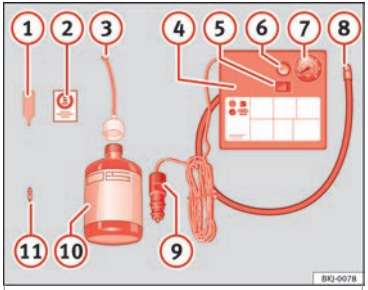

Fig. 105 Standard representation: contents of the anti-puncture kit.
The anti-puncture kit is located underneath the floor covering in the luggage compartment. It includes the following components ››› **Fig. 105**:
Screw in the inflator tube ››› **Fig. 105** (8) again and check the pressure on the gauge (7).